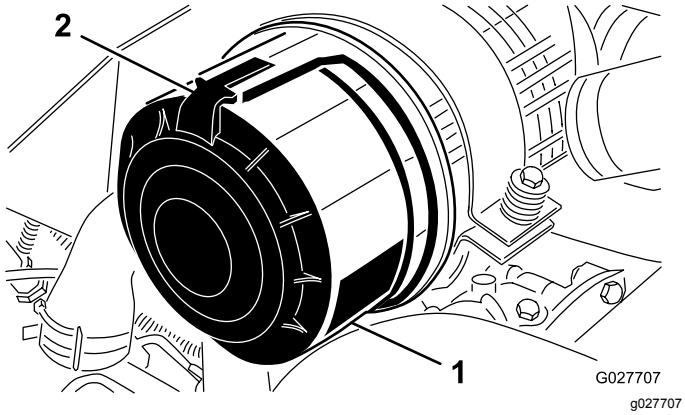

Figuur 61
1. Maak de sluitingen los waarmee het deksel van het luchtfilter is bevestigd aan het luchtfilterhuis (Figuur 61).